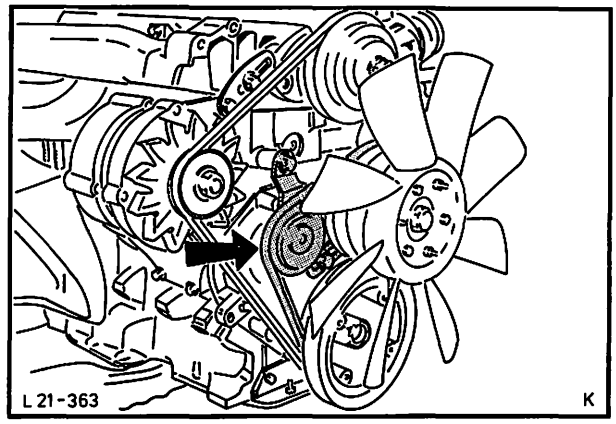

Abb. 93 Spannrolle – Keilriemen – Lüfter
4. Spannrolle – Keilriemen – Lüfter abschrauben (2 Schrauben) und Keilriemen abnehmen, Abb. 93. Keilriemen – Lichtmaschine abbauen.